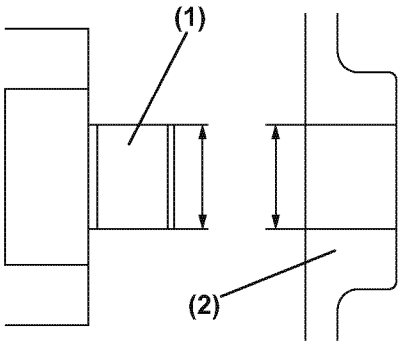

Figure 9-20
Inspect the rotor shaft clearance. Measure the outside diameter of the rotor shaft **(Figure 9-20, (1))** and the inside diameter of the cover.